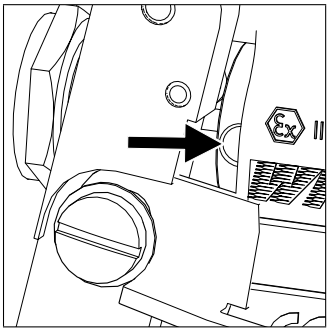
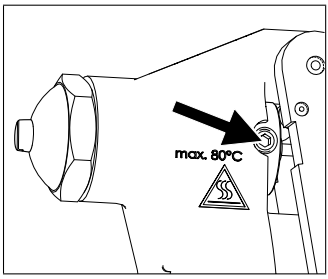

fig. 15: Orificiu în manşonul de ghidare
fig. 16: Ştift filetat
1. Introduceţi cheia imbus furnizată într-una dintre orificiile de la manșonul de ghidare (vezi fig. 15).
2. Rotiţi manşonul de ghidare astfel încât ştiftul filetat să fie poziţionat în spaţiul dintre clapeta de blocare şi corpul pistolului (vezi fig. 16).
3. Introduceți cheia imbus furnizată într-una dintre orificiile de la manșonul de ghidare (vezi fig. 15 pornit pagina 37).
6. Reglați un joc de 2-3 mm la clapeta de blocare (capitol 6.3 pornit pagina 37, fig. 15 și fig. 16).
9. Rotiți manșonul de ghidare astfel încât știftul filetat să fie poziționat în spațiul corpului pistolului (fig. 16 pornit pagina 37).
5. Reglați un joc de 2-3 mm la clapeta de blocare (vezi fig. 15 și fig. 16 pornit pagina 37).
1. Introduceţi cheia imbus furnizată într-una dintre orificiile de la manşonul de ghidare (vezi fig. 15 pornit pagina 37).
2. Rotiţi manşonul de ghidare astfel încât ştiftul filetat să fie poziţionat în spaţiul corpului pistolului (vezi fig. 16 pornit pagina 37).